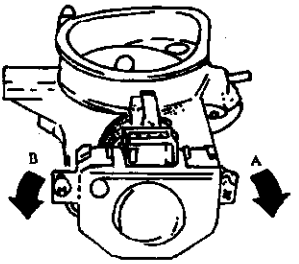

图4—18
②在图3—17所示的针脚1与2间接上电阻表，然后松开图4—18所示节气门位置传感器开关的固定螺钉，再按箭头A所示方向转动开关，随后按箭头B所示方向转动开关并使表的读数为0Ω时紧固住开关固定螺钉；
③如果如何重复进行测量，表的读数也不会为0Ω，这时应更换怠速开关；